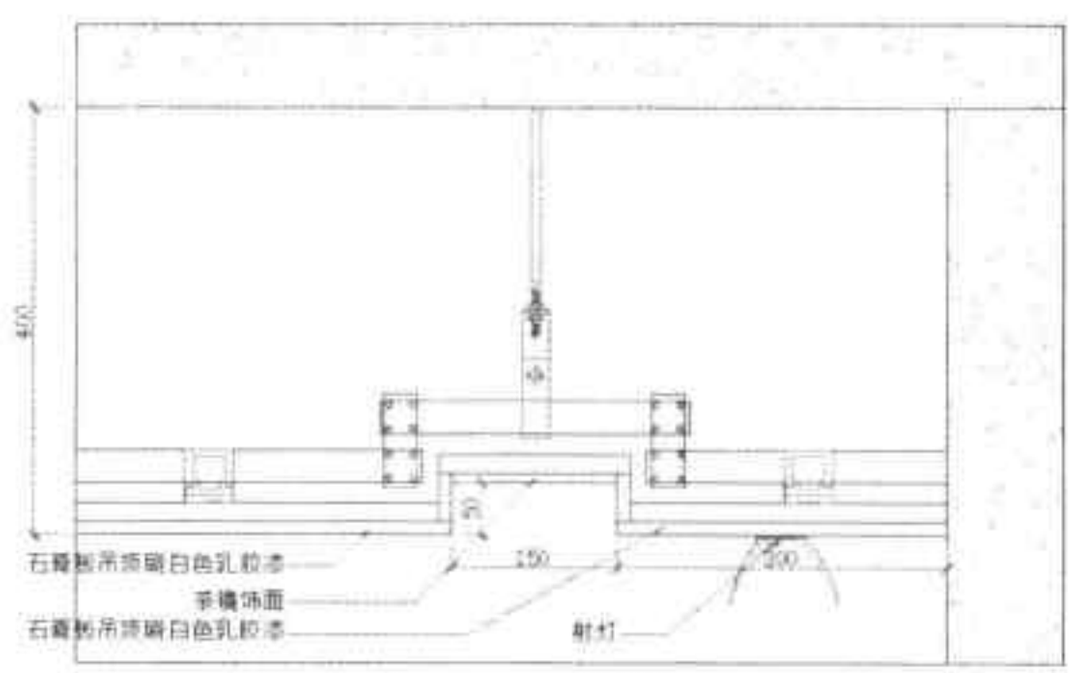

图19-147 完成吊顶剖面的绘制
Step 14 执行“线性”命令，对图形进行尺寸标注，然后执行“快速引线”命令，对图形进行文字标注，如图 19-147 所示。